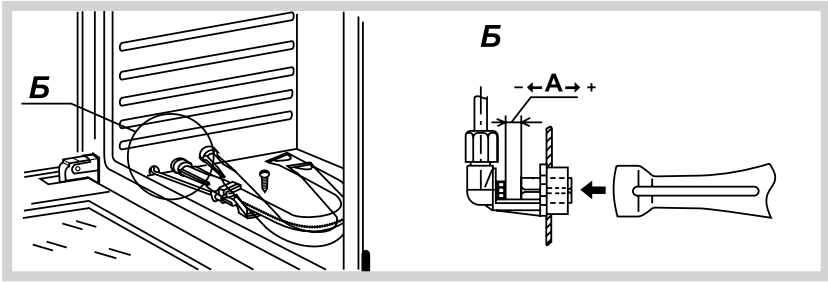

Рис.12
- Выкрутить шуруп и достать горелку из корпуса сопла (рис. 12).